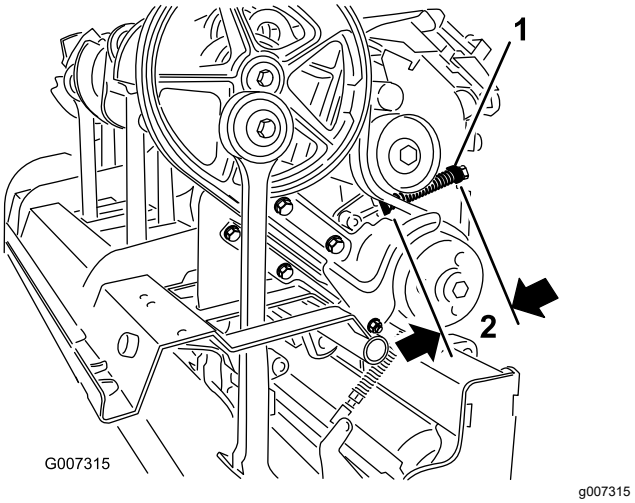

Figura 34
C. Afloje la contratuerca que sujeta el retenedor del muelle (Figura 34).
D. Ajuste el retenedor del muelle hasta que la longitud del muelle comprimido sea correcta (Figura 34).